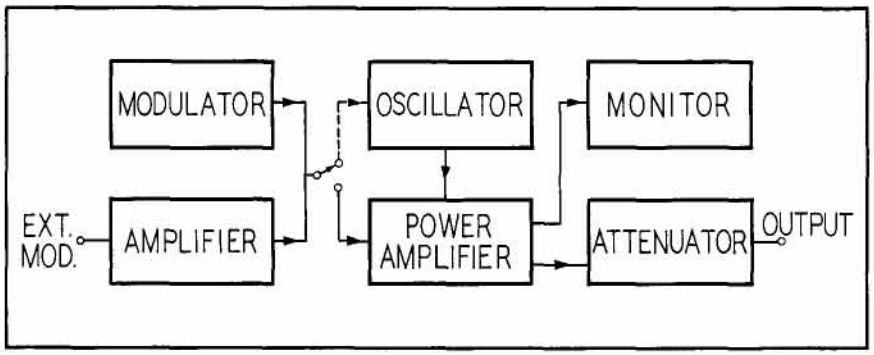

Figure 1. Block diagram of Signal Generators in Group I.
-hp- signal generators can be divided into three different groups according to their oscillator circuit design. Signal generators in Group I have master oscillator power amplifier circuits, those in Group II have reflex klystrons in external cavities, and the signal generators in Group III have reflex klystrons, the cavity of which is an integral part of the tube. Table 1 shows the important characteristics of these units. Figures 1, 2 and 3 show the basic circuit diagram of each group. Tubes for the oscillator section of *-hp-* signal generators are carefully selected for optimum performance over the range of each generator.